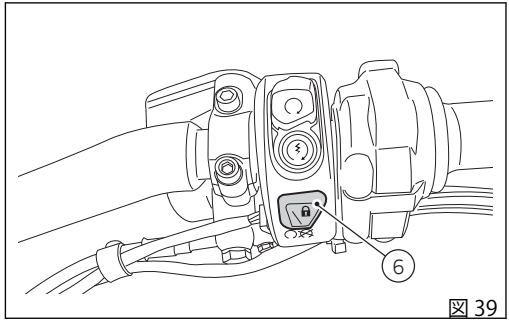

図 39
Key-OFF するには、走行速度がゼロのときにハンドルバーのボタン (6、図 39) か Hands Free ブロックのボタン (1) を押します。走行速度がゼロでないときの Key-OFF は、Hands Free ブロックのボタン (1) でのみ可能です。